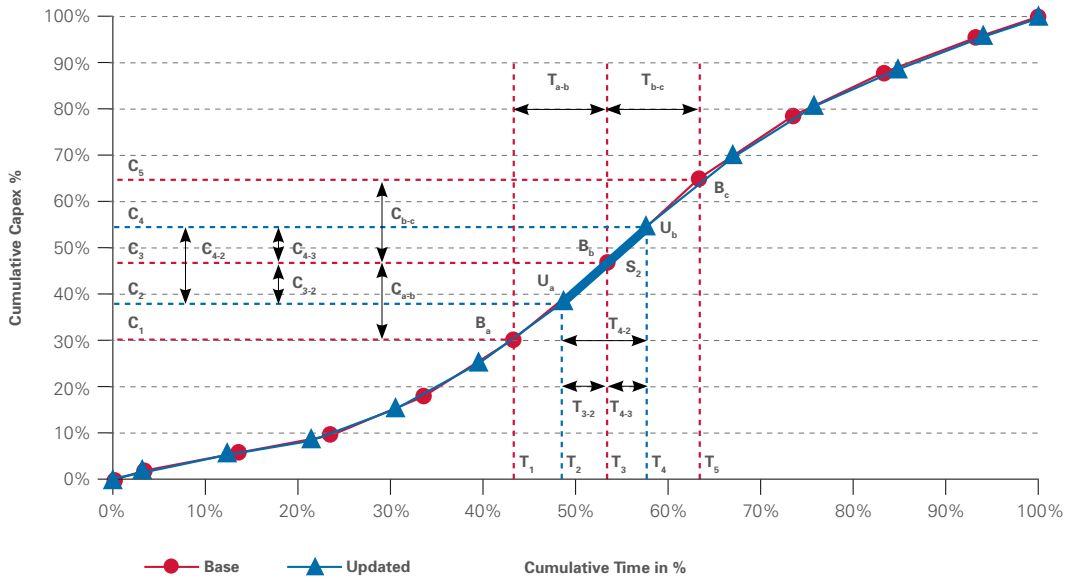

Figure 4: Using an existing base S-curve to update a capex spend profile
For those scenarios where the schedule estimate is altered, an existing S-curve, expressed in the format of percentage capex versus percentage of time, can be used as the basis to produce a revised capex profile for the new schedule. This is illustrated in Figure 4.
The red circles of Figure 4, joined by the red line, represent the cumulative capital spend (%) versus cumulative time (%) of the base S-curve. The project schedule has been extended and the modeller has had to assess the impact of the extended schedule on the economics – the blue triangles (representing the updated cumulative times between model periods for the extended schedule as a total percentage of the updated schedule) and blue line represent the updated capex profile. Ideally, the blue line is overlaid on the red line.
2. Estimate the percentage capex between consecutive abscissa points of the updated schedule – e.g. $U_a$ and $U_b$ – based on the gradients of the base S-curve between those abscissa points on the base S-curve which cover $U_a$ and $U_b$ including (i) the nearest cumulative time point < $U_a$ and (ii) the nearest cumulative time point > $U_b$ – i.e. $B_a$, $B_b$ and $B_c$ on Figure 4. {It is assumed that the S-curve is made up of a series of straight lines, the gradient of which varies between each two consecutive points on the S-curve.}
In Figure 4, the cumulative capex between $U_a$ and $U_b$ for the updated capex profile is the summation of the capex between (i) $U_a$ and $B_b$, based on the gradient being assumed to be the same as between $B_a$ and $B_b$, and (ii) $B_b$ and $U_b$, based on the gradient being assumed to be the same as between $B_b$ and $B_c$.
As your analysis will also involve running a number of sensitivities and Monte Carlo simulations, you adopt the approach that is outlined in Figure 4 whereby an updated capex profile, for the 66 month schedule, is derived from the existing base S-curve based on the gradients of assumed straight lines joining consecutive points on the base S-curve.